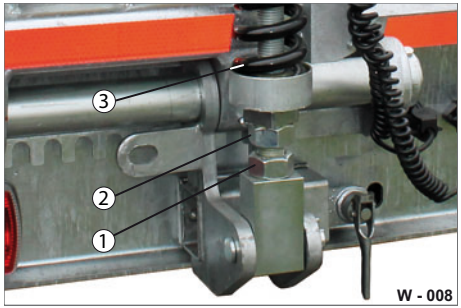

Abb. 32 Feder, Werkseinstellung
- ▶ Lösen Sie die Kontermutter (SW 56) (Abb. 32/2).
- ▶ Drehen Sie die Einstellschraube (Abb. 32/1) gegen Uhrzeigersinn.